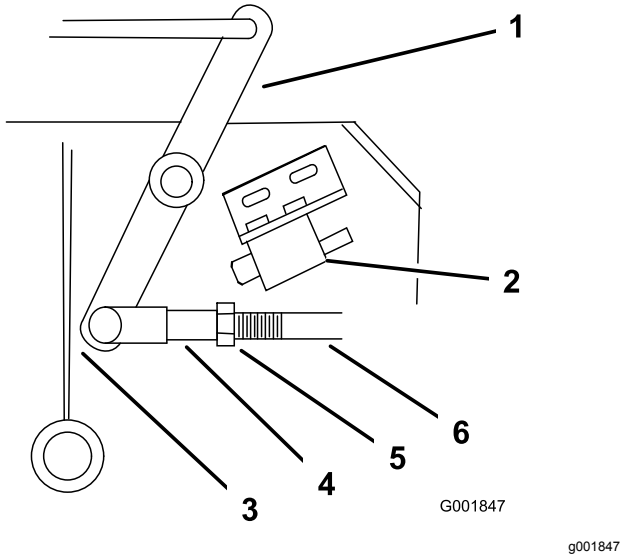

Figur 49
4. Justera länkens längd så att den nedre vinkelhävarmen precis går fri från axelns stödvinkel (Figur 49).
9. Lossa muttern mot oket (Figur 49).